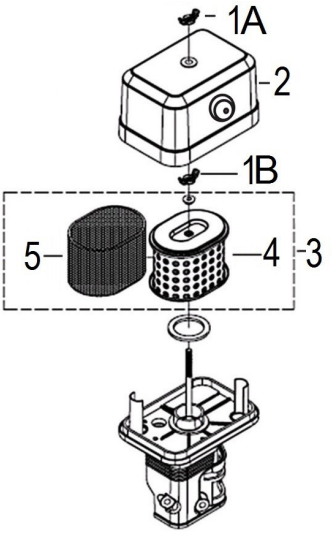

Рис. 28 Обслуживание воздушного фильтра
1. Открутите барашковую гайку 1А и снимите крышку 2 воздушного фильтра (Рис. 28).
2. Открутите барашковую гайку 1В и снимите воздушный фильтр 3 в сборе (Рис. 28).
Поролоновый (предварительный) фильтрующий элемент 5 установлен на корпусе бумажного фильтрующего элемента 4 (Рис. 28).